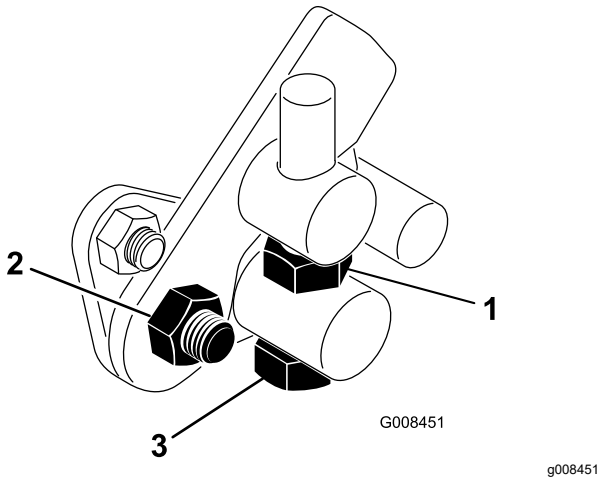

Figur 43
1. Lossa kontramuttern på justeringsbulten (Figur 43).
4. Dra åt kontramuttern på justeringsbulten och muttern på pedaltappen för att låsa justeringen (Figur 43). Kontrollera justeringen och ändra vid behov.